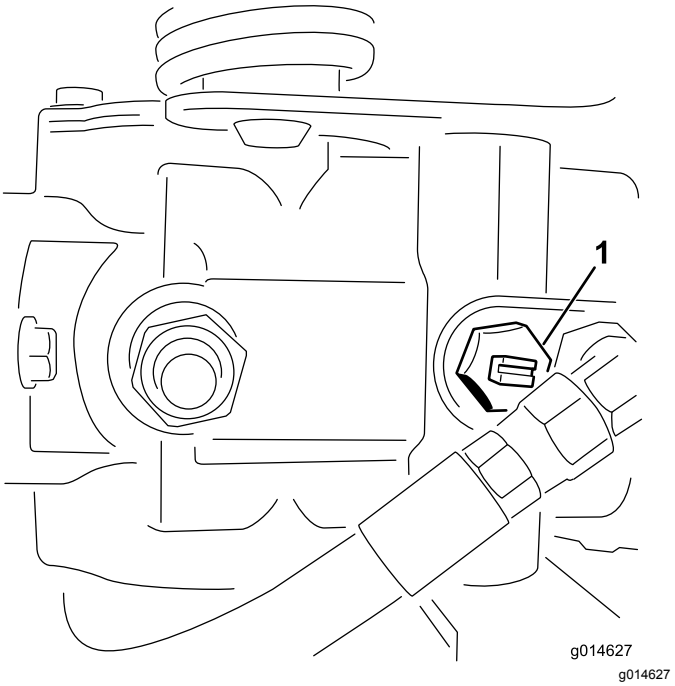

Figur 23
1. Finn omløpsventilen på pumpen, og vri den slik at åpningen står vertikalt (Figur 23).
2. Før du starter motoren, må du stenge omløpsventilen ved å vri den slik at åpningen står horisontalt (Figur 23). Ikke start motoren når ventilen er åpen.